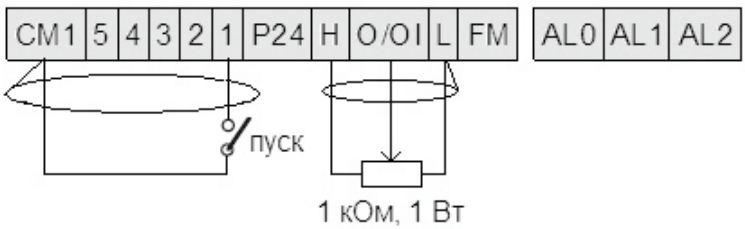

Рисунок 3. Подключение к внешним клеммам
- 1 – Задание выходной частоты преобразователя от внешних клемм (подключение см. рис. 3).